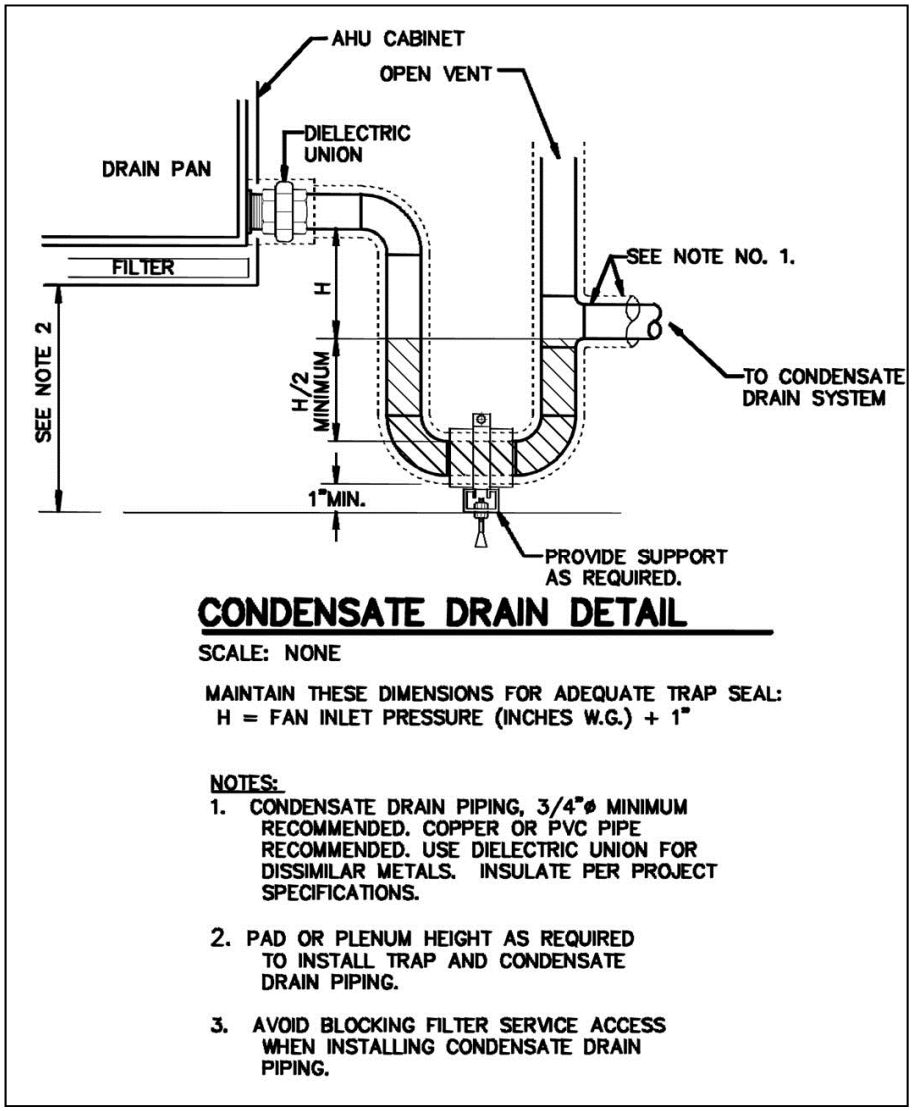

**Fig. 6 — Condensate Drain**
**WARNING!** To prevent excessive build-up of condensate in drain pan, adequate trap clearance (trap depth) must be provided beneath the unit as indicated in Fig. 6.
Measure maximum design negative static pressure upstream from the fan. Referring to Fig. 6, height “H” must be 1” larger than the fan inlet static pressure linches w.g.) at the design operating conditions. Prime enough water in trap to prevent losing seal when starting up the unit. After the fan is running with the design fan inlet (negative) pressure, the elevation of the water on the unit side of the trap will be 1” below the drain invert.